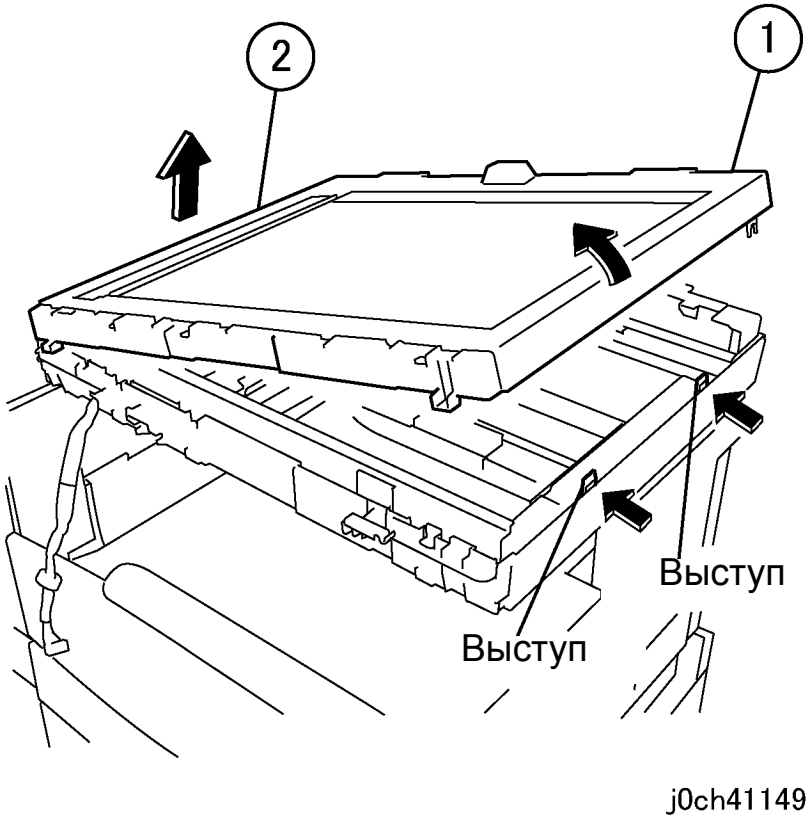

Рисунок 2 Снятие верхней крышки IIT (j0ch41149)
3. Снимите верхнюю крышку IIT (рисунок 2).